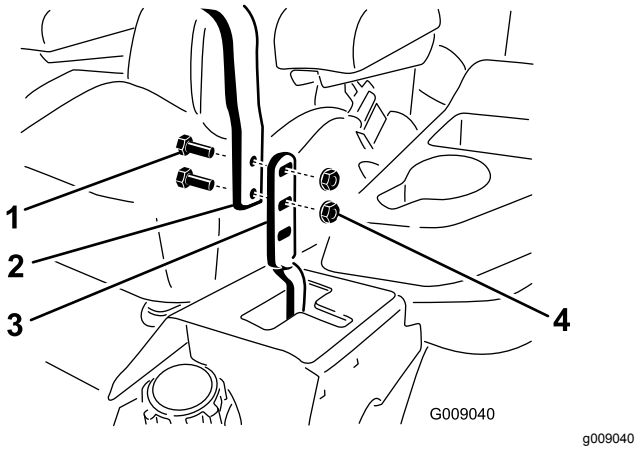

Figuur 94
3. Draai de bouten en flensmoeren van de hendels los (Figuur 94).